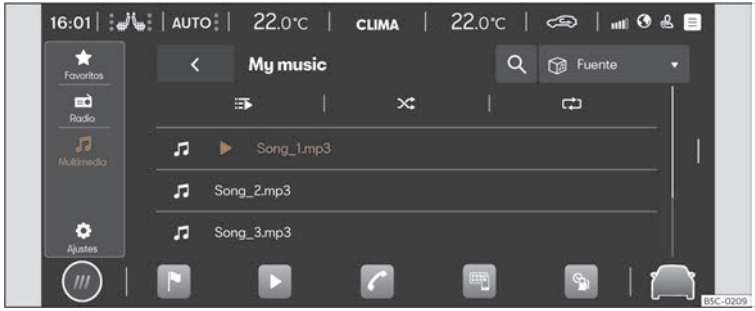

Fig. 169 Representació esquemàtica: Vista Multimedia.
- Premeu **HOME** > ▶ > ♫ >>> **fig. 169**.